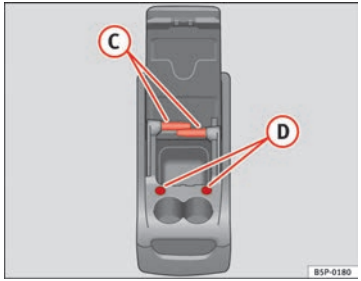

Fig. 113 Cassetto portaoggetti estraibile. Funzioni
Per utilizzare il tavolo (C) ⇒ fig. 113 estrarlo dal suo alloggiamento nel lato del cassetto portaoggetti estraibile e collocarlo nel suo alloggiamento (D) ⇒ fig. 113 nella parte anteriore del cassetto portaoggetti estraibile.